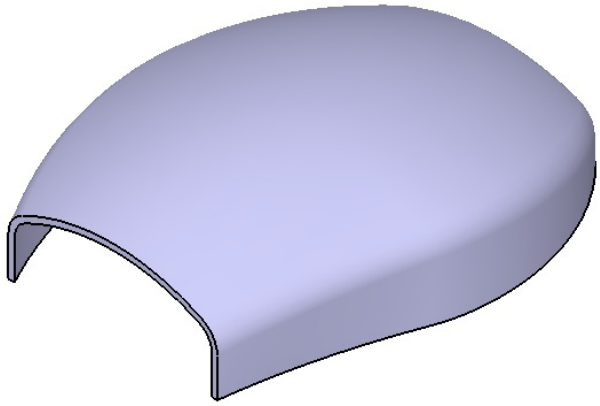
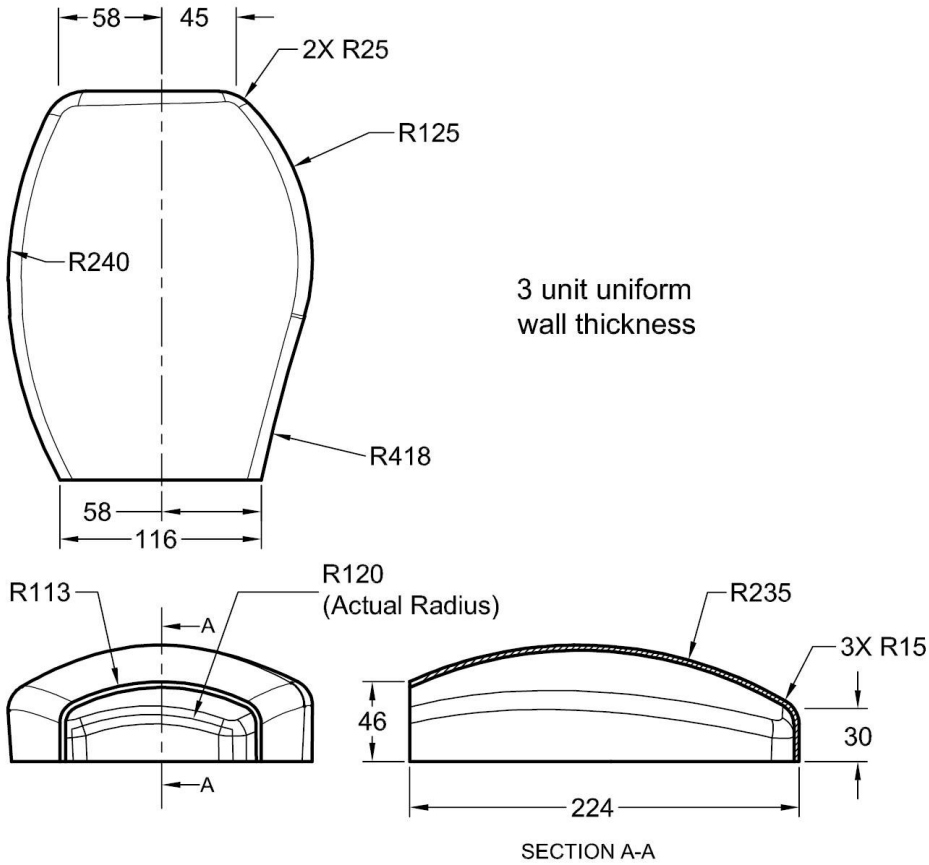

Figure 9-78 *Model of the Mouse Cover for Tutorial 3*
Figure 9-79 *Orthographic views and dimensions for Tutorial 3*
In this tutorial, you will create the model of the Mouse Cover shown in Figure 9-78. Its views and dimensions are shown in Figure 9-79. Assume the missing dimensions.
a. Draw sketches for creating a multi-section solid feature with guides. The sketches include two sections and three guides, refer to Figure 9-79 through 9-